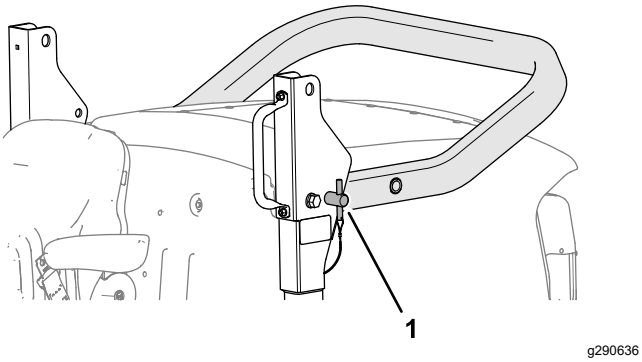

Figur 21
5. Indsæt styrtbøjlestifterne i de nederste huller i aksebeslagene (Figur 21).